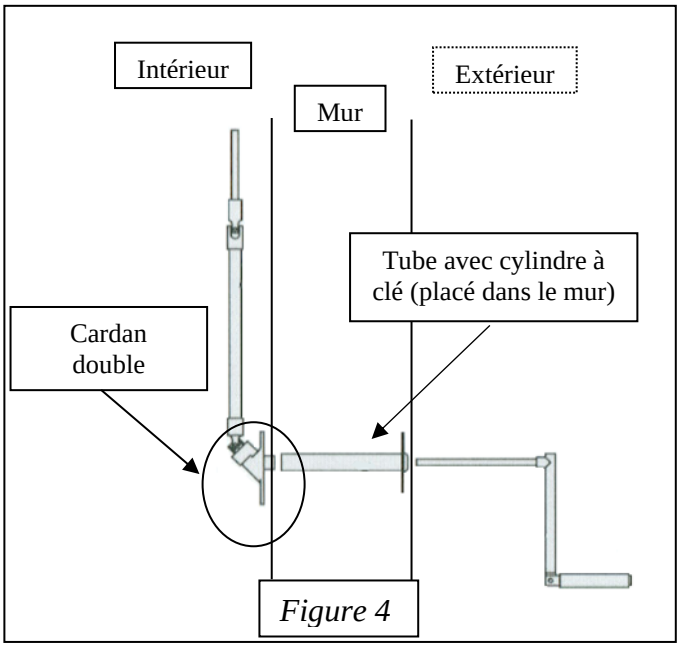

Figure 4
- Vous disposez de la manœuvre de secours par l'extérieur avec traversée de mur protégée par une plaque avec serrure à clé (*Figure 4*)